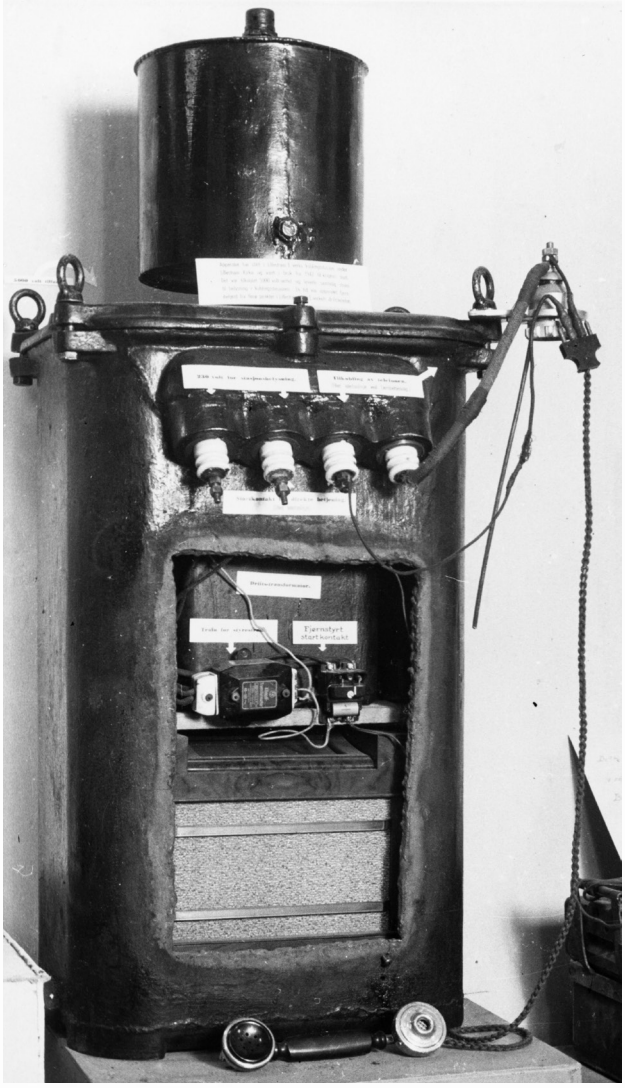

Fig. 5. Transformator.
5. TRANSFORMATOR. Selve mesterstykket i kamuflasjekunst var en radiomottaker skjult i en høyspent transformator. Det er driftsbestyrer Reidar Quamme ved Lillestrøm elektrisitetsverk som sto for denne bragd. (Fig. 5.)